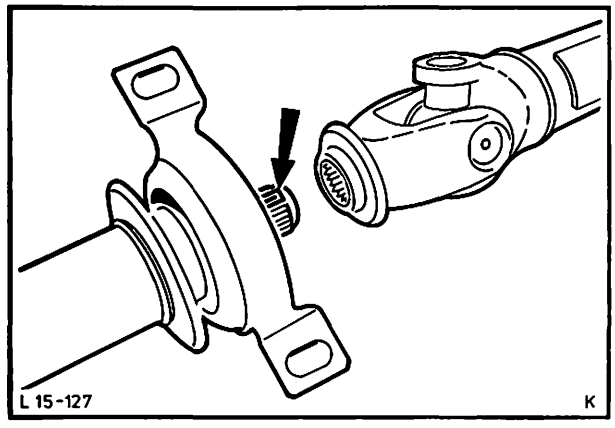

Abb. 194 Beim Zusammensetzen beider Gelenkwellenteile auf Doppelzahn (Pfeil) achten
9. Beide Gelenkwellenteile zusammensetzen. **Doppelzahn beachten!** Abb. 194.